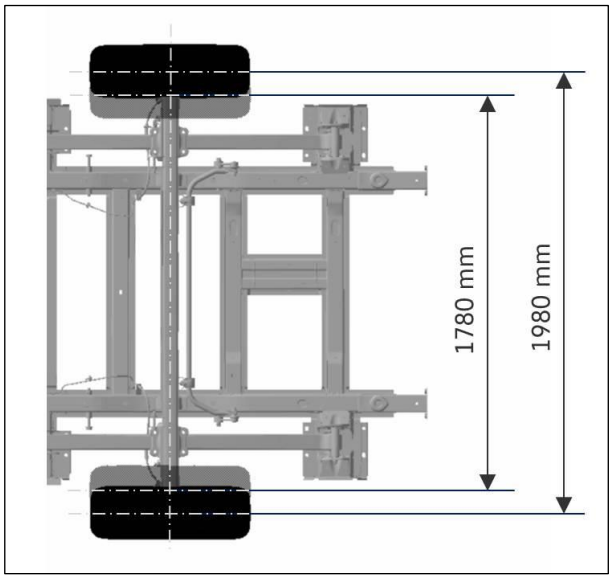

Fig. 3 : Version de l'essieu arrière à écartement normal et à écartement large
- Version essieu arrière : écartement normal (1780 mm) ou écartement large (1980 mm) (voir Fig. 3)